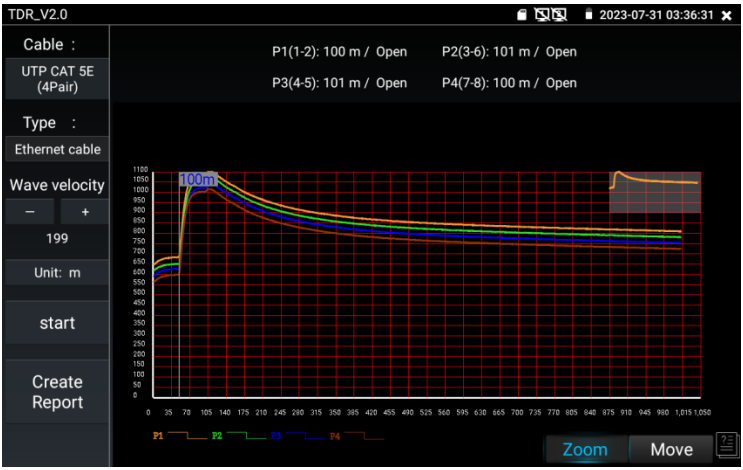

Рис. 152 Рефлектометр (TDR v2.0) для разных типов кабеля, интерфейс
3. Найдите на рабочем столе тестера ярлык приложения и запустите его, рис. 152